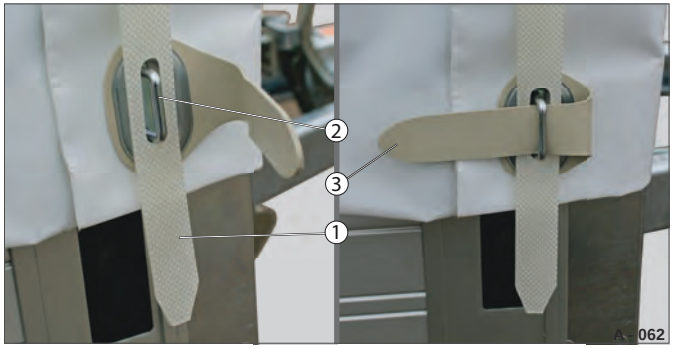

Fig. 70 Sikring af rembånd
▶ Flet rembåndet (Fig. 70 /1) ind i øjerne (Fig. 70 /2) oppefra og nedad.
▶ Skyd spændet (Fig. 70 /3) igennem det lodrette øje.